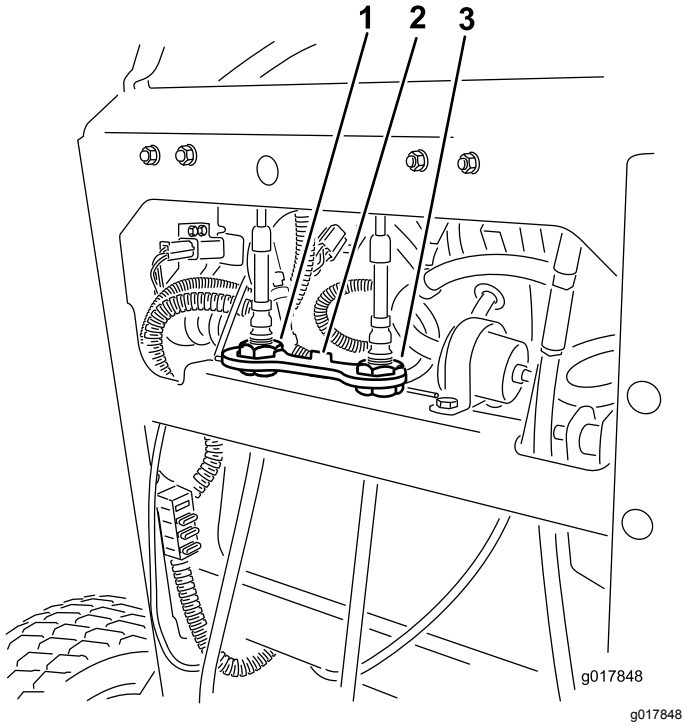

Figuur 56
4. Draai de rechter kabelafstelling zo, dat de rechter rijhendel in het midden van de sleuf voor de neutraalstand in het bedieningspaneel staat (Figuur 56).